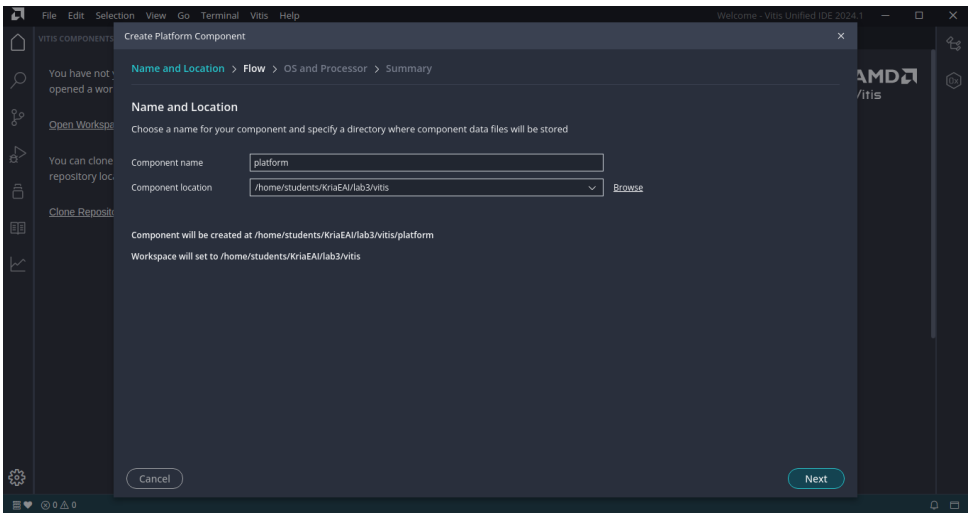

Figure 18: Component Name
3. Provide the **Component Name** and **Component Location** where the project should be created. Then click on **Next**. Refer figure 18.